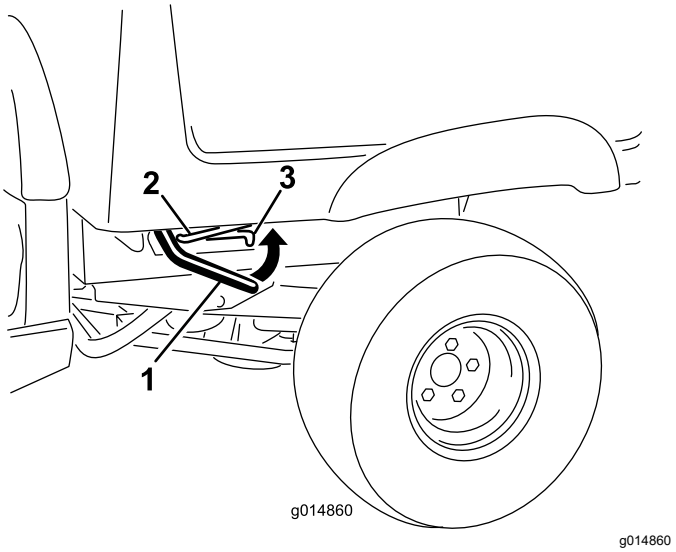

Figuur 14
1. Zet de hendels aan beide zijden van de laadbak omhoog en breng de laadbak omhoog (Figuur 14).
1. Til de laadbak licht omhoog door de grendelhandgreep omhoog te brengen (Figuur 14).